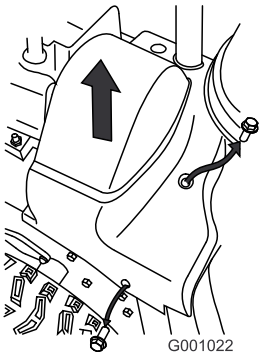

Figur 47
2. Løft remskærmens højre side op (Figur 47).